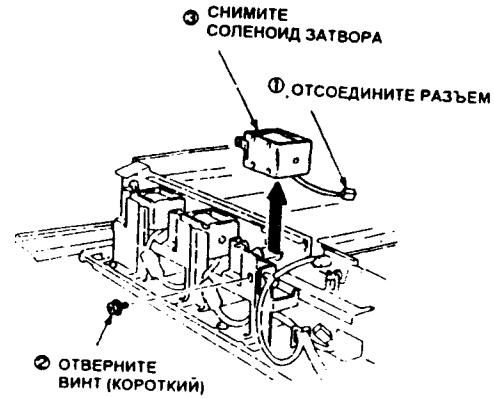

Рис. 1
4. (Рис. 1): Снимите соленоид входного затвора.